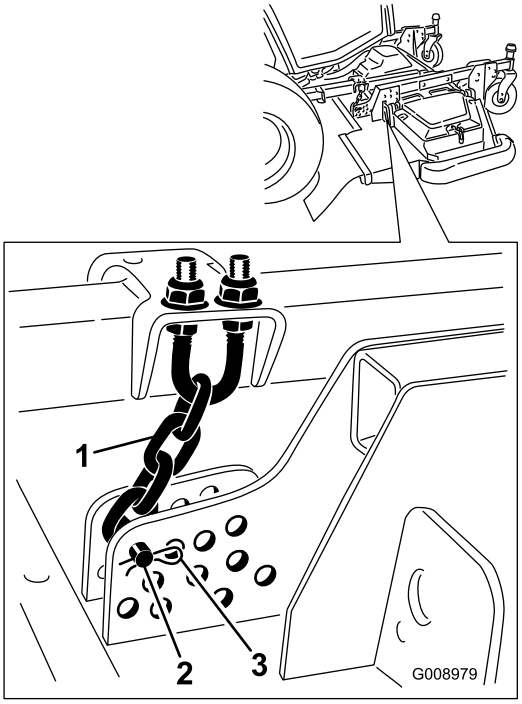

Figur 18
9. Ta bort hårnålssprinten och sprintbulten som fäster klipphöjdskedjorna på klippdäckets bakre del (Figur 18).